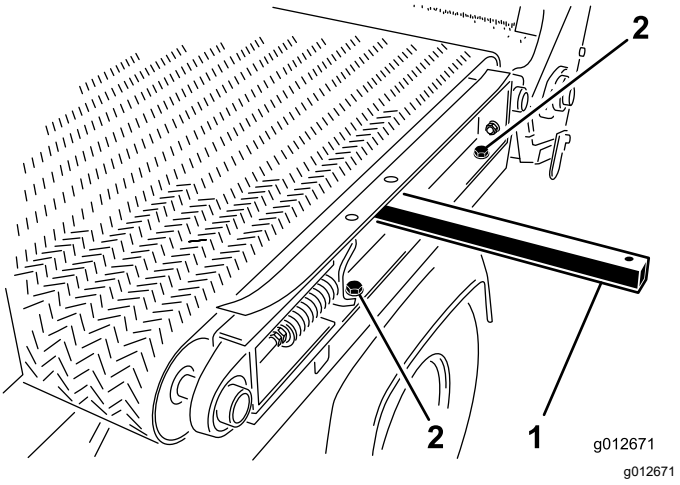

Figur 35
1. På venstre side af maskinen skal du montere gliderens stelvange på venstre skærm (Figur 35) med de 2 maskinskruer og 2 spændeskiver, som du fjernede i Afmontering af glideladet (side 23), og derefter stramme maskinskruerne.